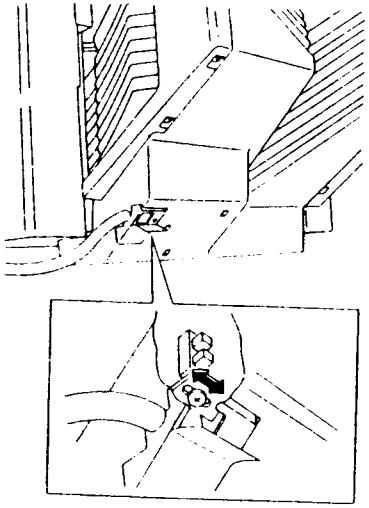

Рис. 3
2. (Рис. 3) Снимите часть уплотнителя крышки в нижней части сортера.
3. (Рис. 3) Отрегулируйте положение подравнивающей планки, ослабив винт крепления датчика исходного положения подравнивающей планки и перемещая датчик вперед-назад.